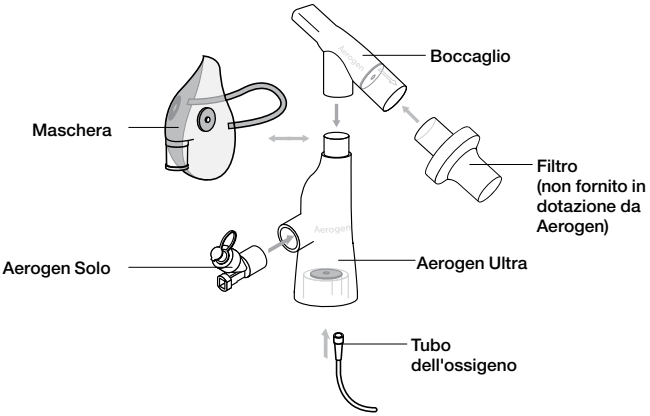

Figura 15. Montaggio di Aerogen Ultra
A. Inserire saldamente il nebulizzatore Aerogen Solo in Aerogen Ultra, orientandolo come mostrato in Figura 15.